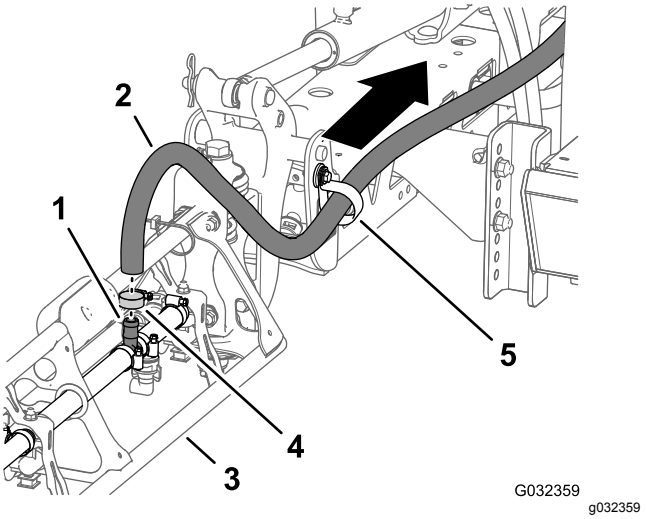

Figur 47
1. Ta bort slangklämman på den yttre sprutrampssektionen som fäster sprutrampssektionens tillförselslang till T-kopplingen med hulling (Figur 47).
2. Ta bort slangen från T-kopplingen (Figur 47).
3. Ta bort den fria änden av slangen från R-klämman (Figur 47).